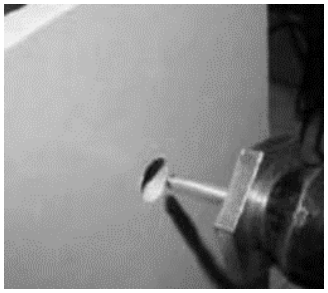

Рис. 8 Насадка установленная на заклёпочник
- помещают насадку для заклёпочника на заклёпочник (рис. 8);